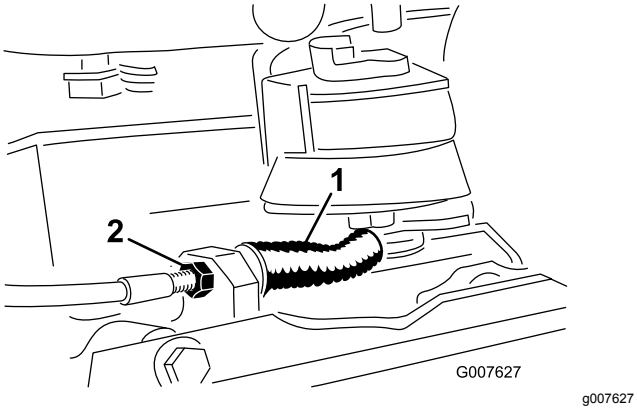

Figur 40
- Du reduserer kabelspenningen ved å løsne den fremre kabellåsemutteren og stramme den bakre låsemutteren (Figur 40). Gjenta trinn 1 og 2, og juster spenningen om nødvendig.
- Du øker kabelspenningen ved å stramme den fremre kabellåsemutteren og løsne den bakre låsemutteren (Figur 40). Gjenta trinn 1 og 2, og juster spenningen om nødvendig.